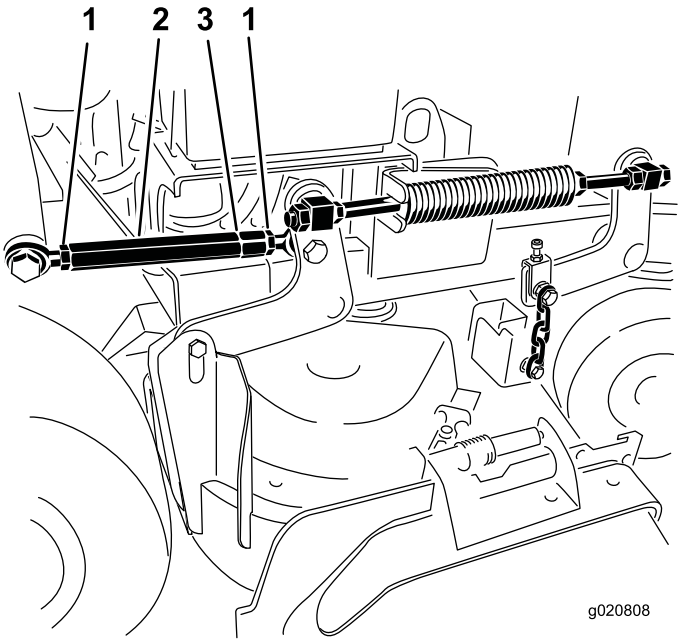

Figur 87
5. Løsn kontramøtrikkerne i begge ender af spændemøtrikken (Figur 87).
Bemærk: Spændemøtrikkens ende med den fræsede rille har venstregevind (Figur 87).